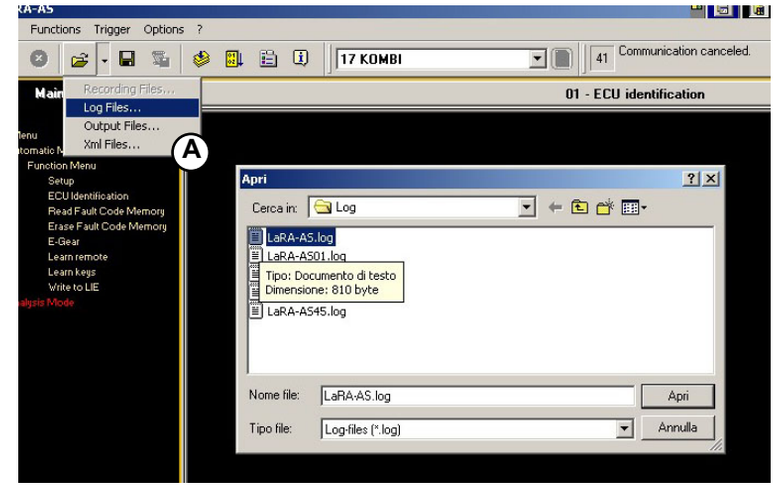

Fig.4
7. Open the pull-down menu (**A-Fig.4**) and select **Log files..**; select the LaRa-AS.log file from the Log files folder.